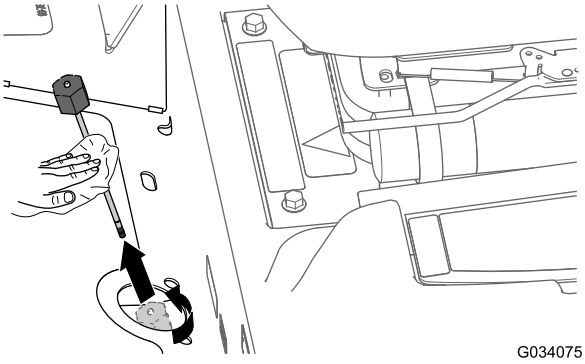

Figuur 83
2. Maak de dop van de peilstok (Figuur 83) los, neem de peilstok uit het reservoir, veeg de peilstok af met een schone doek.